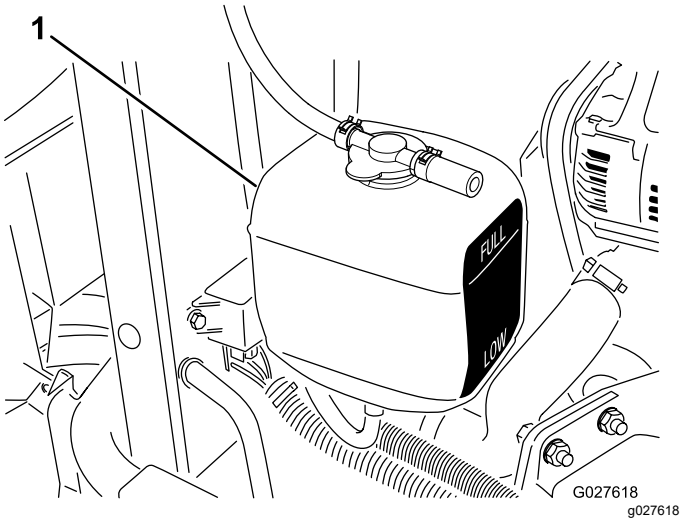

Figur 71
3. Kontrollera kylvätskenivån i expansionstanken (Figur 71).